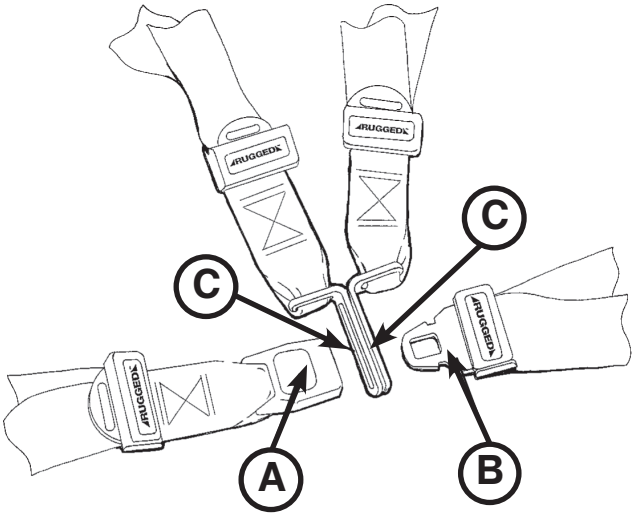

Figura 46
- **Para abrir as correias de contenção**, pressionar o botão vermelho (A) na parte da frente do "receptor" da fivela. Isto liberta a placa de fecho da fivela (B) que pode, em seguida, ser puxada para fora do receptor (Figura 46).